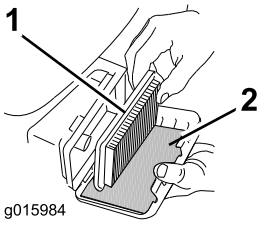

Figur 25
3. Fjern papirluftfilteret og skumforfilteret (Figur 25).